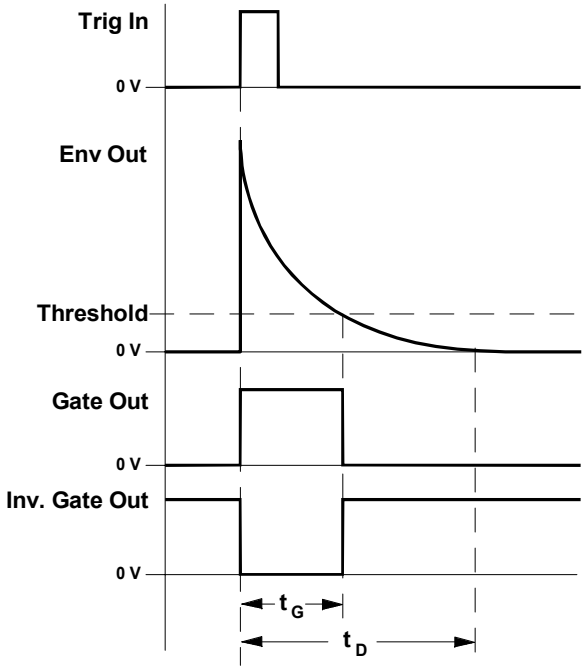

fig. 1: How the A-142 responds to a trigger
This is used for manual control of the **decay time t_D** of the envelope generated. After an extremely short attack phase, the envelope runs from maximum to zero in the time that has been set by this control (see fig. 1).
⑤ Threshold
Control ⑤ is used for setting the **threshold** which determines the **length of the gate signal** produced.It works like this: the gate signal t_G at output ❹ starts when a trigger is sensed, and stops whenever the envelope voltage falls below the threshold level, which you set with control ⑤ (see fig 1).